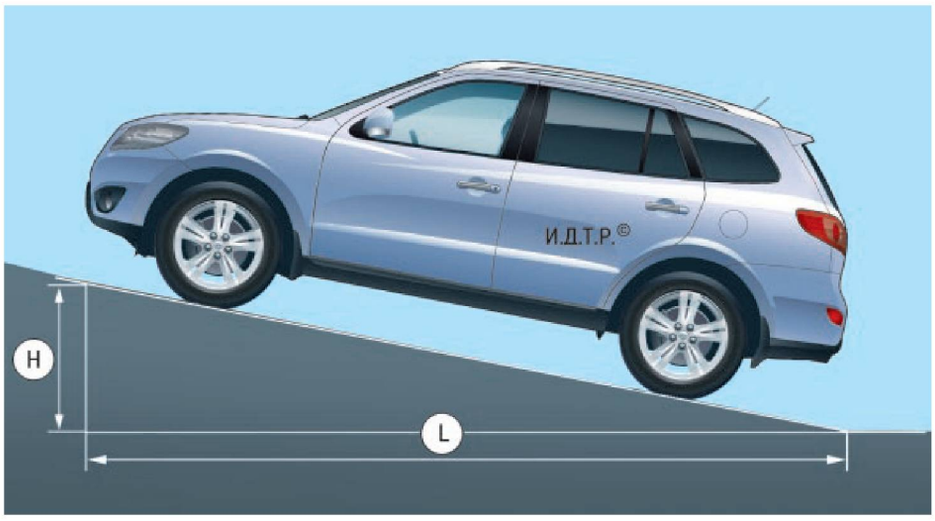

Рис. 9.5. Проверка стояночного тормоза
1. Для проверки правильности регулировки стояночного тормоза найдите вблизи места стоянки вашего автомобиля эстакаду или погрузочный пандус высотой **H** = 1,25 м при длине въезда **L** = 5 м (рис. 9.5). Такое соотношение соответствует уклону 25%.